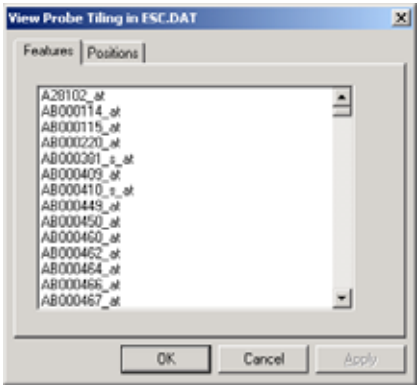

Figure 9.15
⇒ The **View Probe Tiling** dialog box appears **(Figure 9.15)**.
2. In the Features tab, press and hold the **Ctrl** key while you click the features of interest **(Figure 9.15)**. Click **Apply** when the selection is completed.